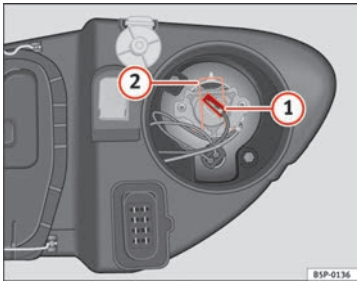

Fig. 167 Main beam headlights
– Remove the connector ⇒ fig. 167 (1) from the bulb.
– Press the spring ⇒ fig. 167 (2) inwards and to the right.